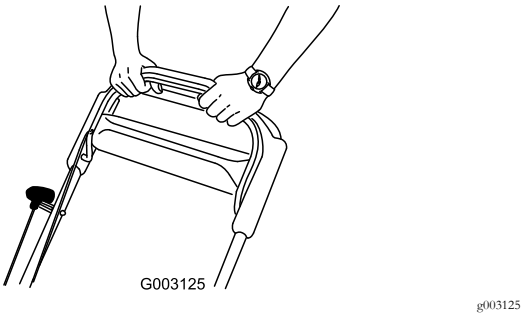

Figura 23
3. Sujete la barra de control de las cuchillas contra el manillar (Figura 23).